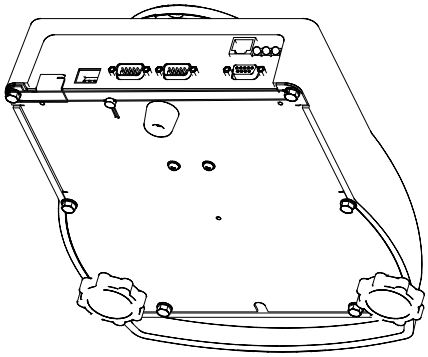

Figure 6-2: Model 672 Physical Seal
The most common sealing method is a lead-wire seal. The Model 672 provides an easy means of applying this type of seal as shown in Figure 6-2: Model 672 Physical Seal.
3. Install the program switch cover over the program switch hole on the back panel. The cover will loop over the back panel and bottom plate. Refer to Figure 6-2.